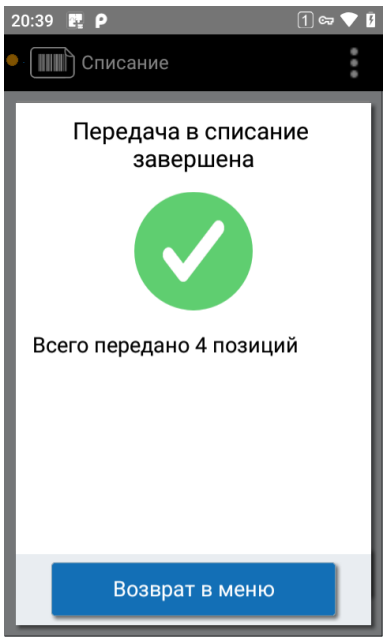

Рисунок 60. Передача в списание завершена
4. Появится сообщение «Передача в списание завершена. Всего передано N позиций» (см. Рисунок 60).